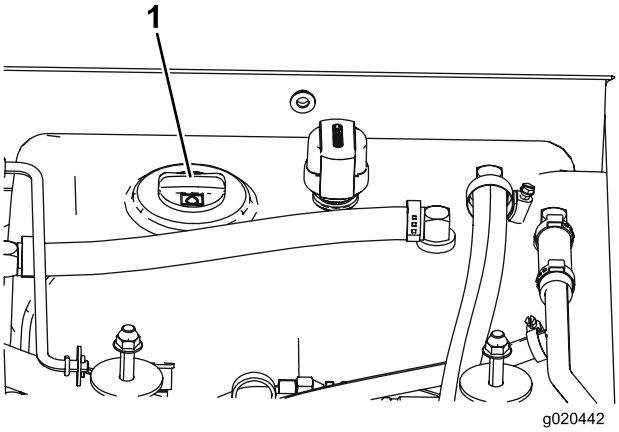

Figuur 13
3. Reinig de omgeving van de vulbuis en de dop van de hydraulische tank (Figuur 13). Verwijder de dop van de vulbuis.